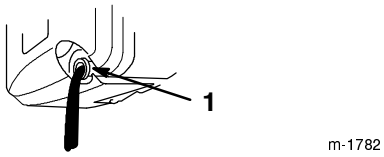

Bild 24
5. Kippen Sie den Rasenmäher auf seine **linke** Seite und lassen das Öl in das Gefäß ablaufen (Bild 24).